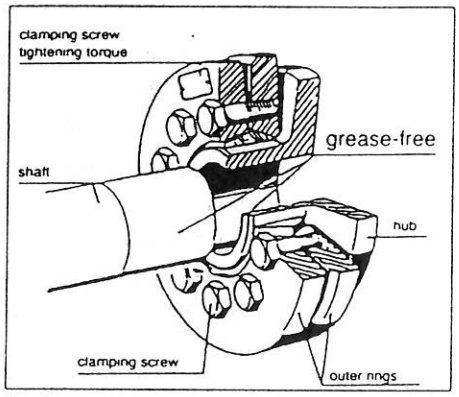

fig. 4
2.3.2.1 Mounting the shrink disc (Fig.4)